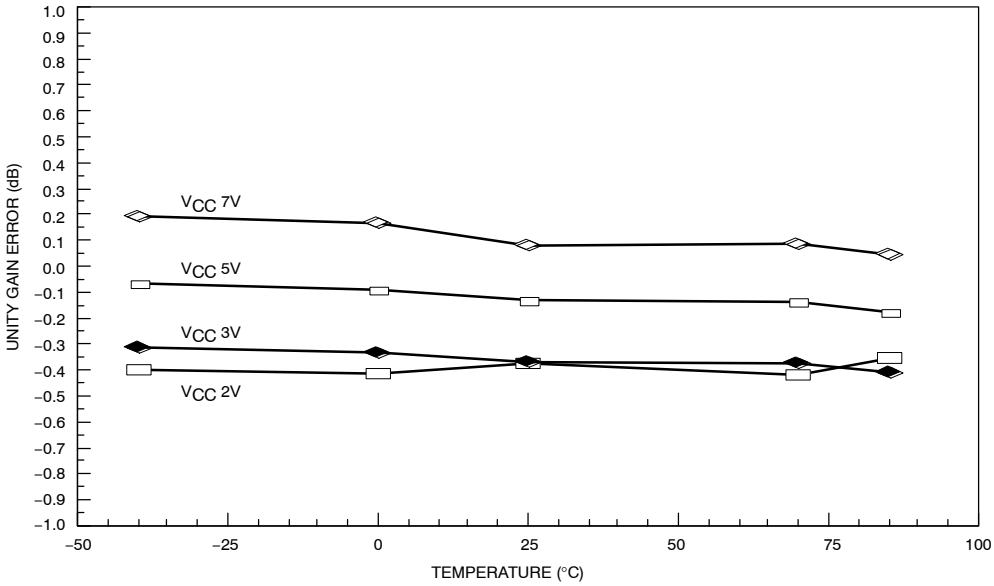

Figure 6. Unity Gain Error vs. Temperature and V_{CC}
1. Operation down to V_{CC} = 2.0 V is possible, but performance is reduced. See curves in Figures 6 and 7.